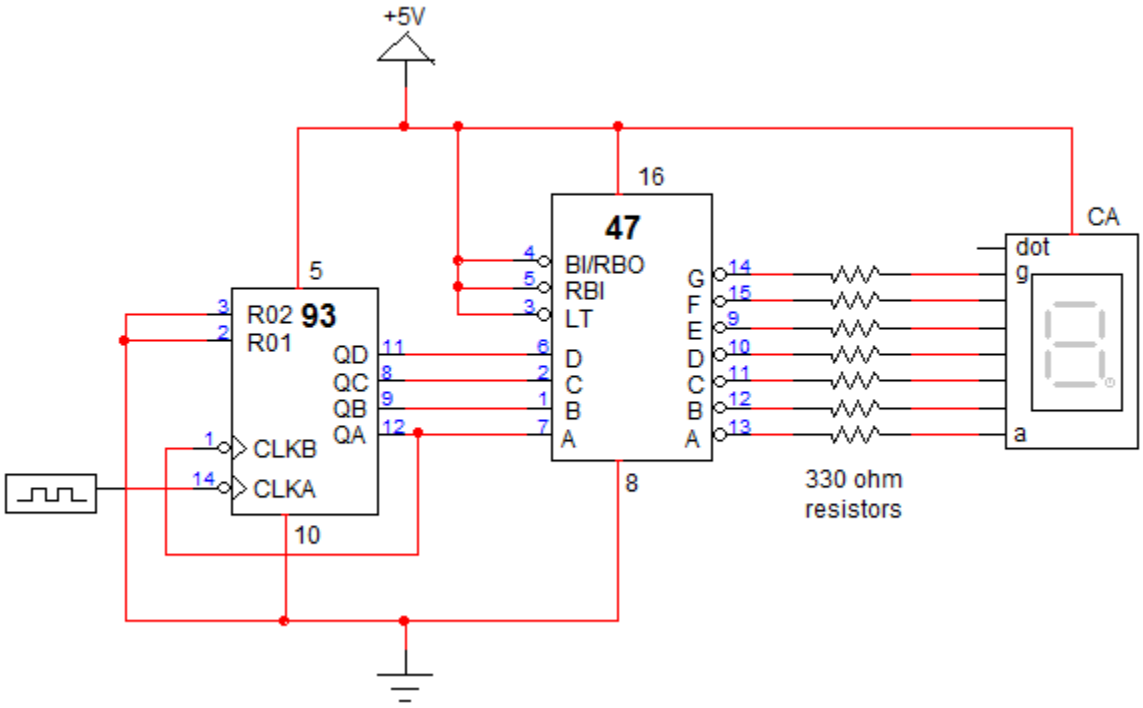

Figure 4. Binary Counter Circuit
1. Build the binary counter given in figure 4. Check the binary counting sequence on 7-segment display. What do you think about the reason of insignificant symbols occurred on display?
Figure 4’teki devremizi incelediğimizde, 0’dan 9’a kadar olan sayıların 7 segment ekranında sorunsuz bir şekilde görüntülendiğini fark ettik. Ancak, 7447 decoder’ı 4 bitlik giriş aldığı için toplamda 16 farklı değeri işleyebiliyor ve bu da 0’dan 15’e kadar olan aralığı kapsıyor. 10 ile 15 arasındaki sayılar için özel bir tanımlama yapılmadığında, 7 segment ekranında rastgele ve anlamsız şekiller ortaya çıkabiliyor.